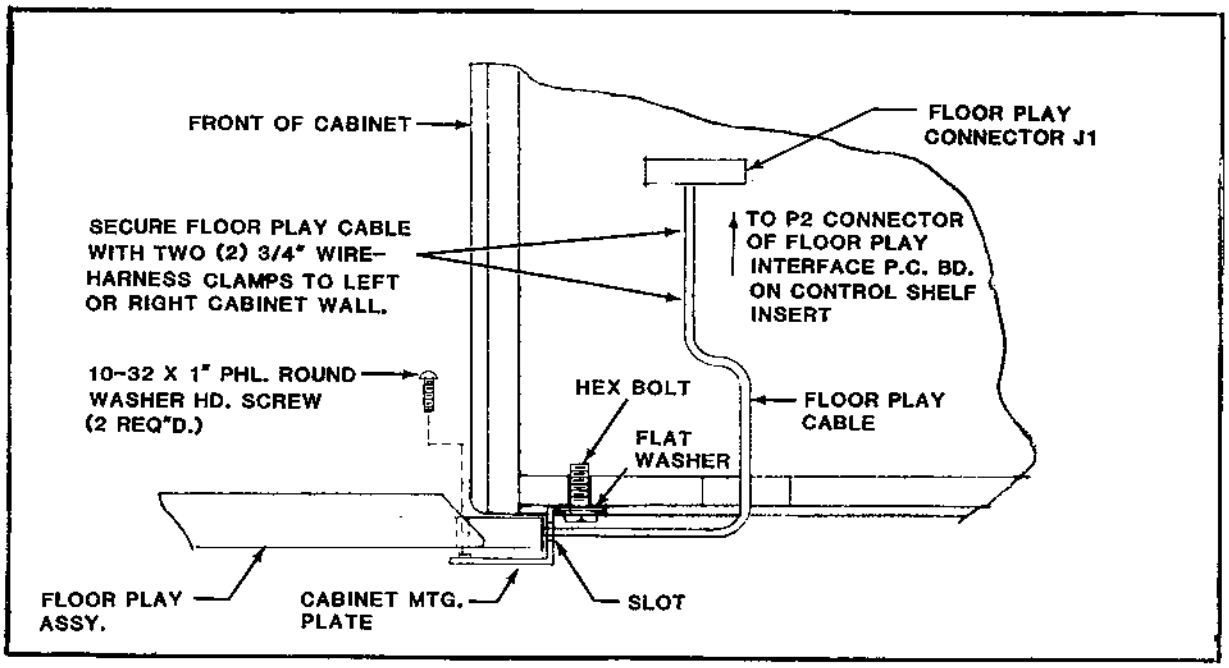

FIGURE 3
3. Stand cabinet upright. Run cable of Floor Play Assembly thru slot in Cabinet Mounting Plate (see Figure 3).
For SAC 1A, SAC 1B & SAC-MAN game cabinets: Feed Floor Play cable into cabinet thru 2" hole in cabinet bottom (see Figure 3).
4. Run Floor Play cable up inside wall (either side) of cabinet. Secure Floor Play cable to wall using 3/4" wire harness clamps provided with kit. Connect Floor Play cable connector J1 to P2 connector of Control Interface P.C.B. mounted on Control Shelf Insert (see Figure 3).